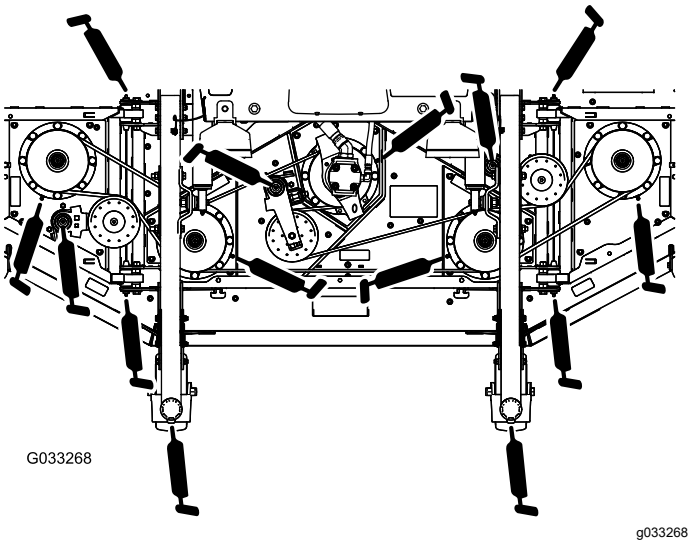

**Figuur 83**
- 2 lagerbussen van de as van de zwenkwielvork (Figuur 83)
- 5 lagers van de spilassen (op de spilbehuizing); zie Figuur 83
- 3 lagerbussen van het draaipunt van de spanarm (op de as van het draaipunt); zie Figuur 83
- 4 lagerbussen van de zijmaaidekken (op de scharnierpennen van de zijmaaidekken); zie Figuur 83